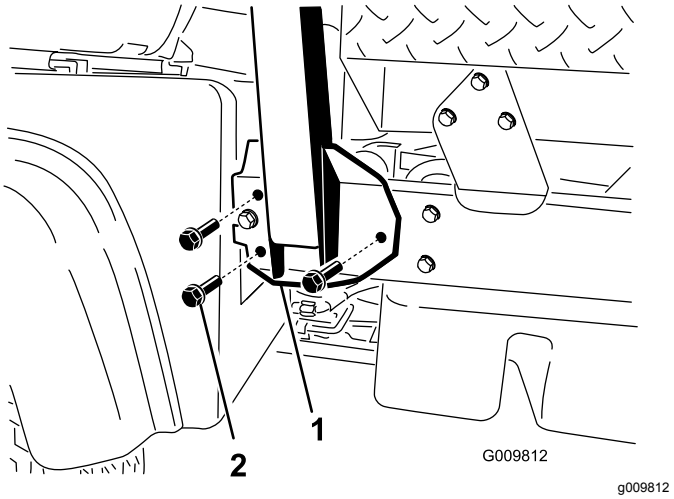

**Figur 6**
2. Rett inn hver side av veltebeskyttelsen med monteringshullene på hver side av maskinrammen (Figur 6).
3. Fest veltebøylemonteringsbraketten til maskinrammen med tre flenshodebolter (½ x 1¼ tomme) på hver side (Figur 6).